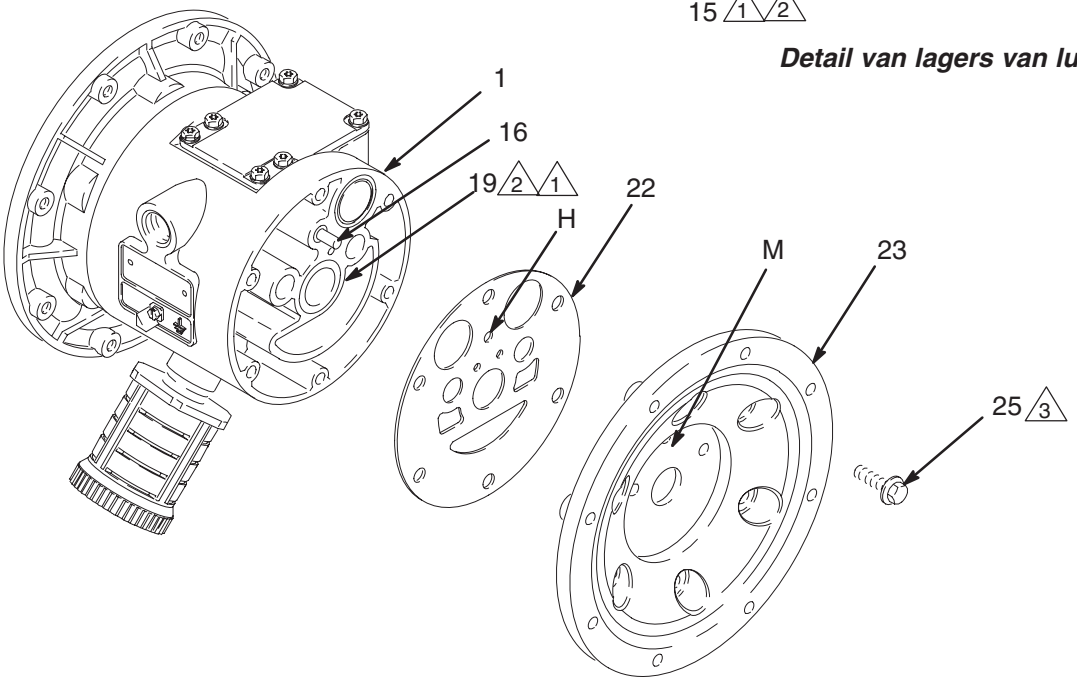

Afb. 15
5. Verwijder met behulp van een 10 mm dopsleutel de bouten (25) waarmee de luchtdeksels (23) vastzitten aan het pomphuis (1). Zie Afb. 15.
6. Haal de luchtdeksel pakkingen (22) weg. Vervang de pakkingen altijd door nieuwe.
7. Gebruik een lagertrekker om de lagers van de membraanas (19), de luchtkleplagers (12) of de paspenlagers (15) te verwijderen. Verwijder geen lagers die niet beschadigd zijn.
1. Installeer de U-pakkingen (402*) van de as (indien verwijderd) zodanig dat de lippen ***naar buiten*** uit het huis (1) wijzen.
2. De lagers (12, 15 en 19) zijn conisch en kunnen maar op één manier worden aangebracht. Plaats de lagers in het huis (1), met het ***afgeschuinde einde eerst***. Duw het lager naar binnen met een pers of met een blok en rubber hamer, zodat het gelijk komt met het vlak van het huis.
4. Draai de luchtkleppakking (22) zo, dat de paspen (16) die uit het huis (1) steekt door het juiste gat (H) in de pakking past.
5. Richt het luchtdeksel (23) zo, dat de geleidepen (16) in het middelste gat (M) past van de drie kleine gaten bij het midden van het deksel. Installeer de bouten (25) handvast. Breng middelsterk (blauw) Loctite® of een gelijkwaardig middel aan op het schroefdraad van de bouten (25) en breng de bouten handvast aan. Zie Afb. 15. Draai de bouten met een 10 mm dopsleutel kruiselings en gelijkmatig aan tot 15-17 N•m.